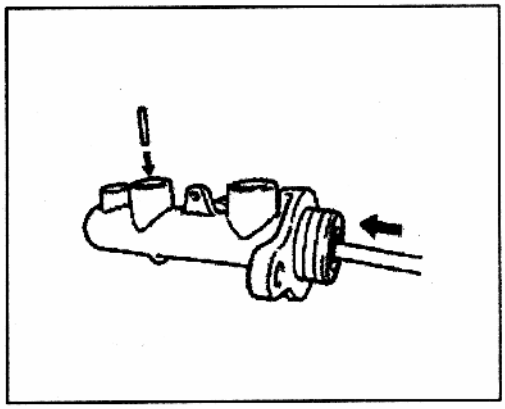

Рис. 697
2) При помощи отвертки, обмотанной защитной пленкой, толкните поршень и установите палец через отверстие под палец (Рис. 697). Убедитесь в надежном соединении пальца с поршнем.